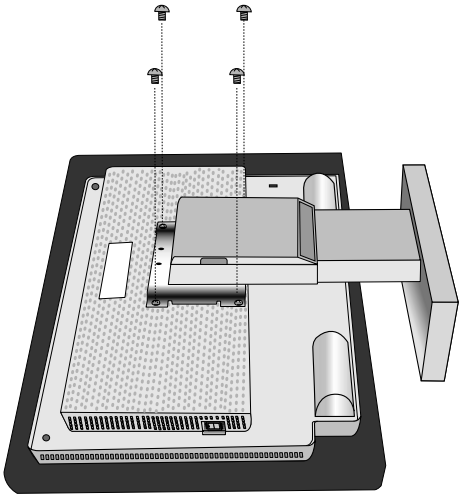

Figure R.3
5. Déposez les quatre vis connectant le moniteur au support et soulevez l'ensemble support (**Figure R.3**). Vous pouvez maintenant effectuer un montage alternatif pour le moniteur.